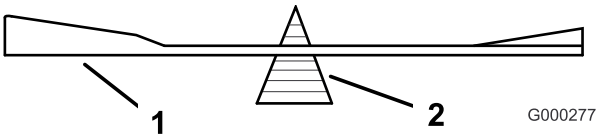
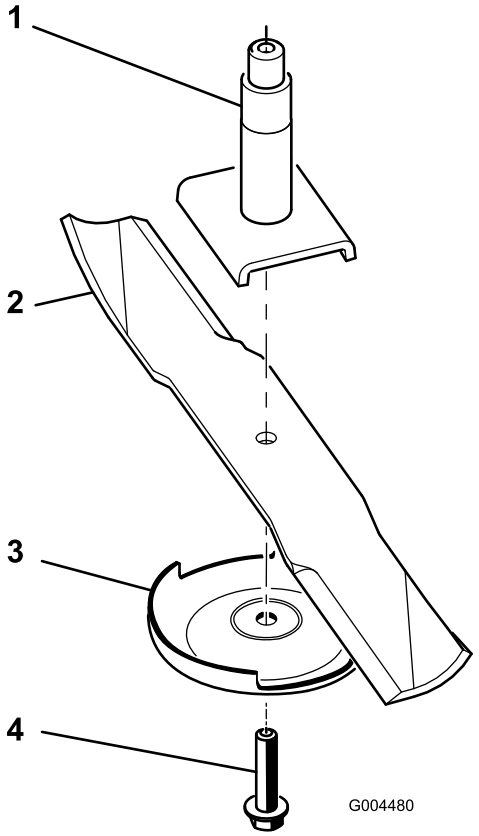

Figura 68
Figura 69
2. Retire del eje de la cuchilla el perno de la cuchilla, el protector de césped y la cuchilla (Figura 69).
2. Verifique el equilibrio de la cuchilla colocándola sobre un equilibrador de cuchillas (Figura 68). Si la cuchilla se mantiene horizontal, está equilibrada y puede utilizarse. Si la cuchilla no está equilibrada, rebaje algo el metal en la parte de la vela solamente (Figura 69). Repita este procedimiento hasta que la cuchilla esté equilibrada.
1. Instale la cuchilla en el eje (Figura 69).
2. Instale la placa protectora de césped y el perno de la cuchilla (Figura 69).